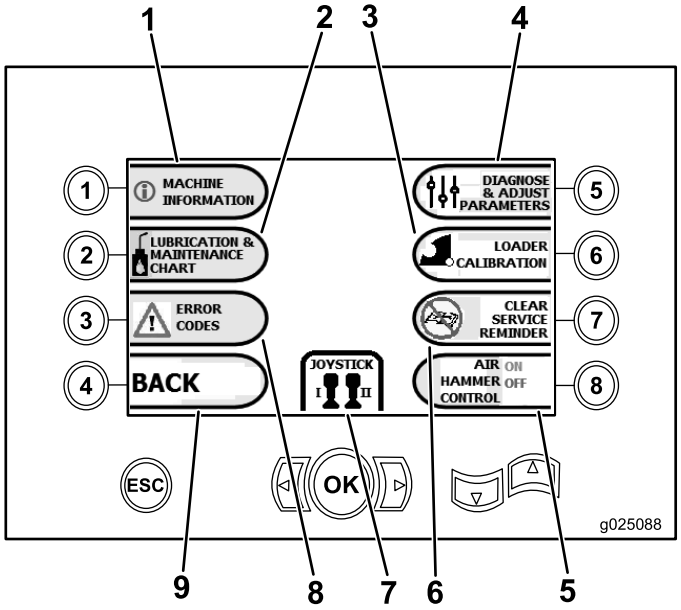

Figure 22
- Bouton 1 – Retour à l' Écran principal (page 28) comme montré à la Figure 22
- Bouton 2 – Tableau de graissage et d'entretien (Figure 22)
- Bouton 3 – Lecture des codes d'erreur (Figure 22)
- Bouton 4 – Retour à l' Écran principal (page 28) comme montré à la Figure 22
- Bouton 5 – Diagnostic et réglage des paramètres (Figure 22)
- Bouton 6 – Réglage de l'étalonnage du chargeur (Figure 22)
- Bouton 7 – Suppression d'un rappel d'entretien (Figure 22)
- Bouton 8 – Commande du marteau pneumatique (Figure 22)
- Bouton OK – Retour à l' Fonctions de forage principales affichées sur l'écran de pression (page 29) comme montré à la Figure 22